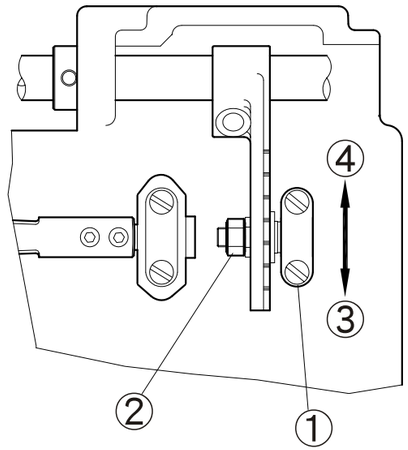

Fig. 16
2. Afloje la tuerca 2 de la barra conector 1 (Fig. 16)